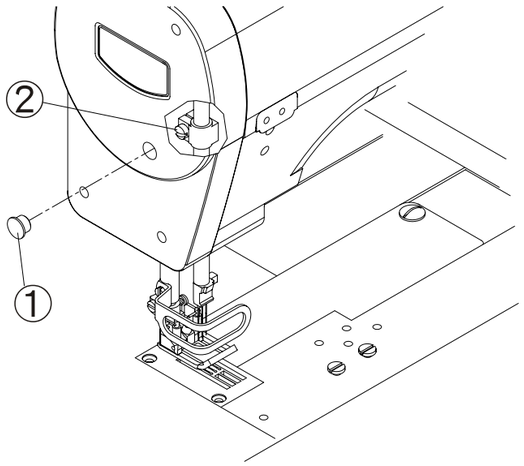

Fig. 2
2. Inserte el destornillador en el agujero del tornillo para aflojar la barra aguja fija por un tornillo. Después, ajuste la altura de la barra aguja de arriba y abajo. (Fig. 2)